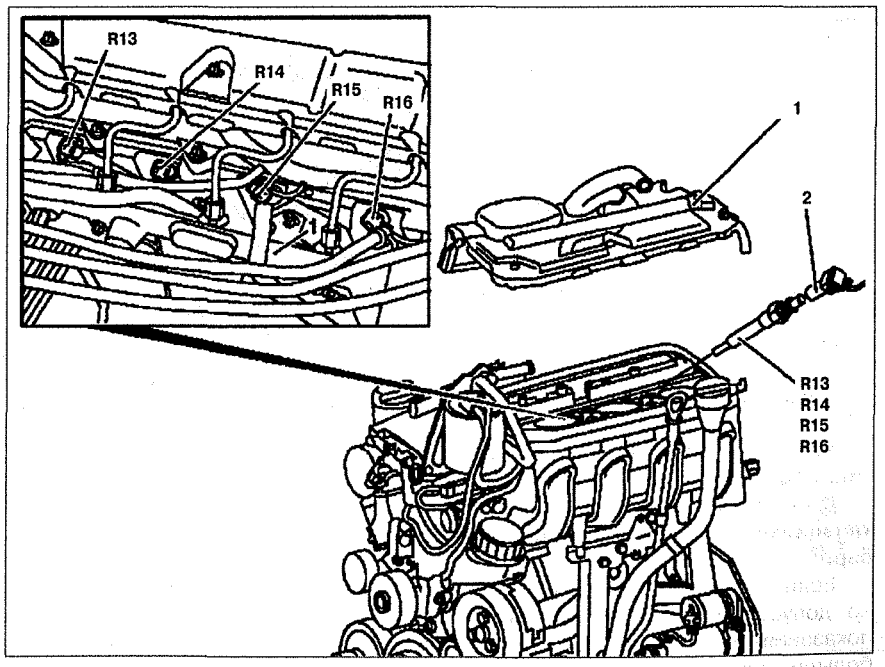

Рис. 5.68. Свечи накаливания:
2. Снимите декоративную панель крышки головки блока цилиндров **1** (см.рис.5.68).